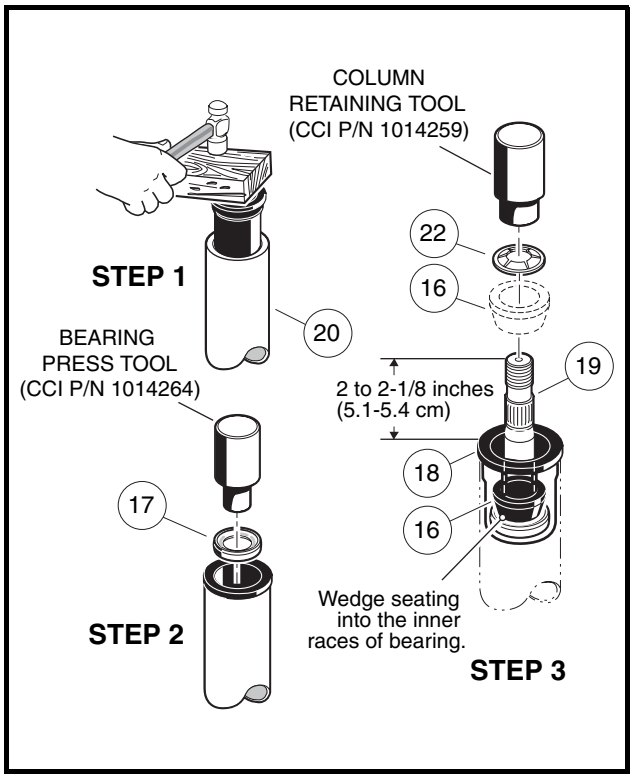

Figure 9-6 Steering Shaft – Top End
5. Turn the assembly over and place the shaft (19) on a bench. Install the wedge (16) and retaining ring (22) onto the top of the shaft. Be sure the prongs on the retaining ring face up and away from the wedge. Use a steering column retaining ring tool (CCI P/N 1014259) to seat the retaining ring to the proper depth. Support end of tube while pressing. If you do not have the recommended tool, use the same tube as was used in step 2 to press the retaining ring onto the top of the shaft. The retaining ring should be pressed onto the shaft until 2 to 2-1/8 inches (5.1-5.4 cm) of the shaft extends from the top of the bearing seat in the steering tube **(Figure 9-6, Page 9-6)**.